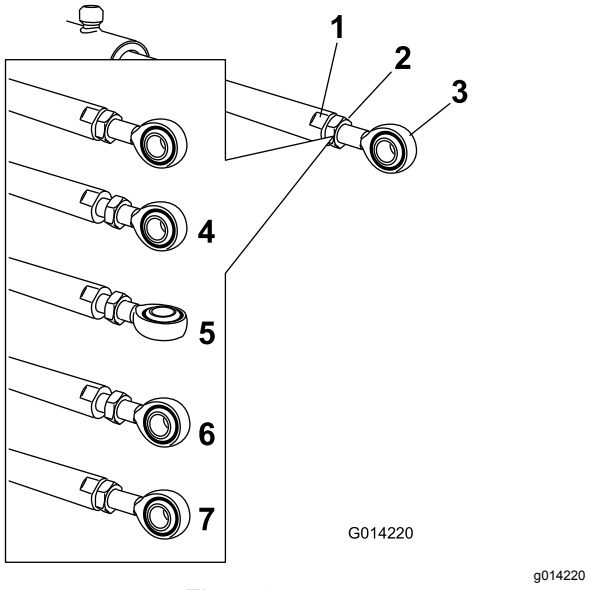

Figur 97
5. Använd en skiftnyckel på manövreringsstångens platta sidor för att hålla fast den, och lossa sedan kontramuttern så att du kan reglera öglestången (Figur 97).
6. Vrid öglestången i manövreringsstången för att förkorta eller förlänga det utökade manövreringsorganet till önskat läge (Figur 97).